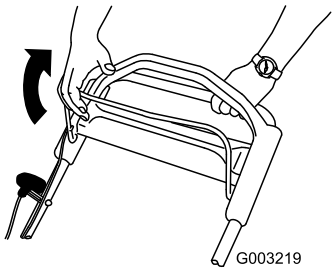

**Figura 13**
1. Tirate la barra di comando della lama verso la stegola (Figura 13).